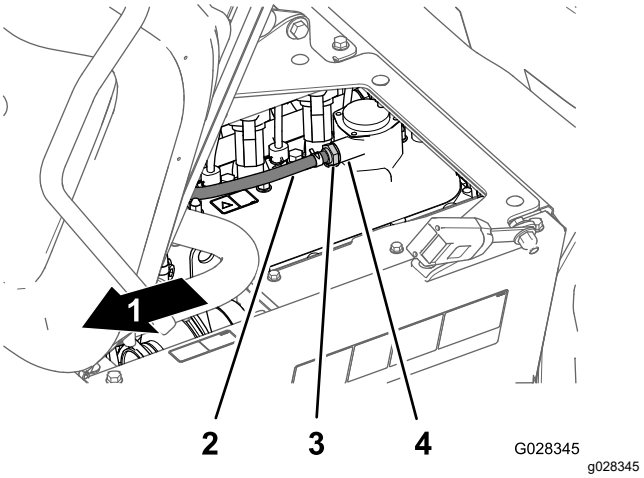

Figura 76
2. Retire la válvula PCV del acoplamiento de la tapa de válvulas (Figura 76).
no está libre y no suena al sacudirse, sustituya la válvula PCV (Figura 76).
4. Introduzca la válvula PCV hasta que quede correctamente asentada en la junta del acoplamiento de la tapa de válvulas (Figura 76).